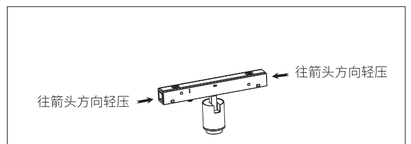

图4
3、灯具模组拆卸方法：用手指轻按模组两端的按钮，把灯具模组往导轨槽外拉下，则可拆下来。如图4;